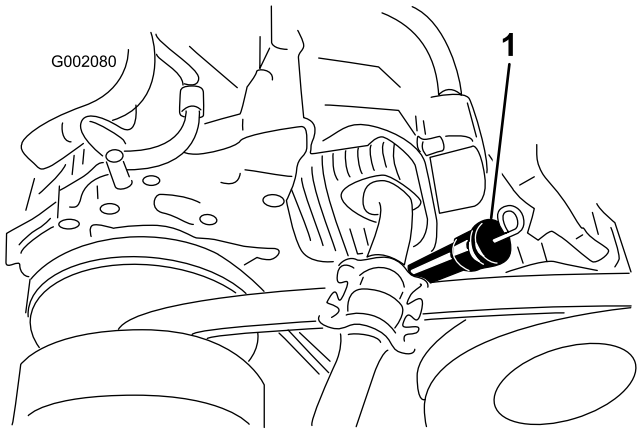

Figura 18
3. Usate un panno per pulire attorno al becco erogatore (Figura 18) in modo che la morchia non possa penetrare nel becco e danneggiare il motore.
4. Estraete l'asta di livello dell'olio e pulitene l'estremità (Figura 18).
5. Inserite a fondo nel becco erogatore l'asta di livello dell'olio (Figura 18).
8. Rimontate l'asta di livello dell'olio e inseritela a fondo (Figura 18).